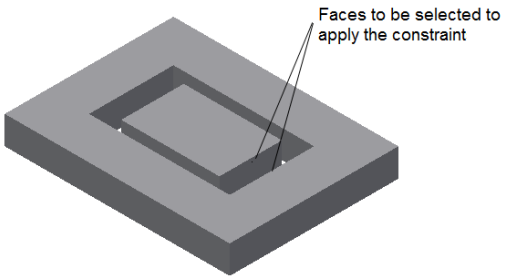

***Figure 18-38*** *Faces selected to apply the Mate constraint*
10. Now, change the display type of both the plates to **Shaded** and apply the Mate constraint with an offset value of 10 mm between the selected faces, as shown in Figure 18-38. Also, you will see that the size of the Inner Plate is reduced in order to fit inside the cavity of the Outer Plate. This is because of the adaptive property of the Inner Plate.